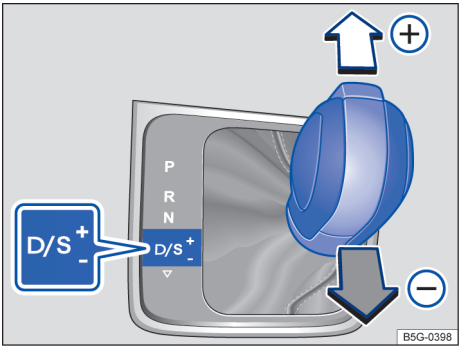

Fig. 90 Alavanca seletora na posição Tiptronic.
– Mover a alavanca seletora para frente (+) ou para trás (–), para aumentar ou diminuir a marcha → Fig. 90.